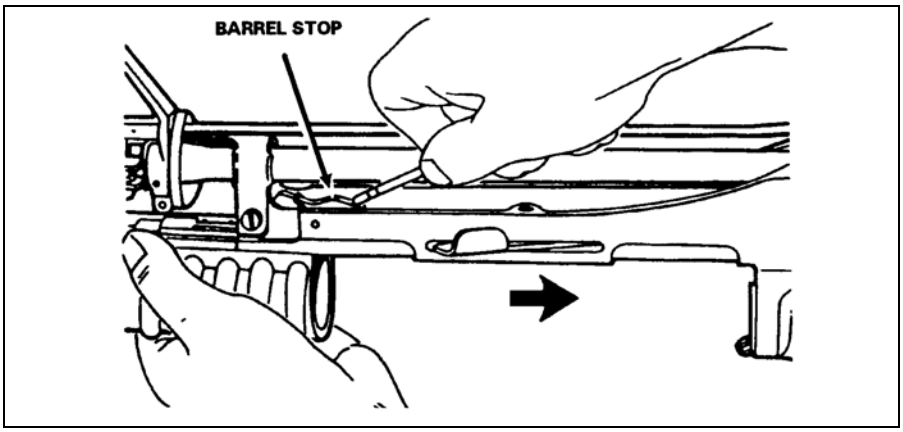

Figure 3-22. Installing the barrel.
a. Install the barrel by pressing the barrel stop and sliding the barrel into the receiver (Figure 3-22).